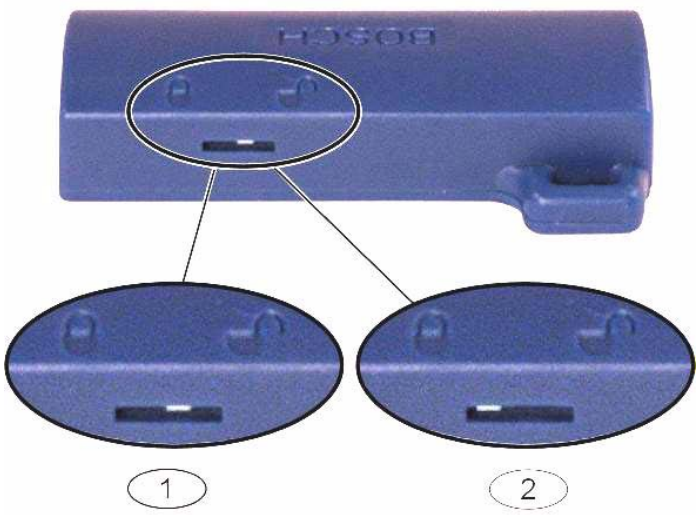

Figure 4.2 Positions du commutateur des clés de paramétrage
2. Mettre le commutateur de la clé sur la position désirée. Se reporter à la *Figure 4.2*.